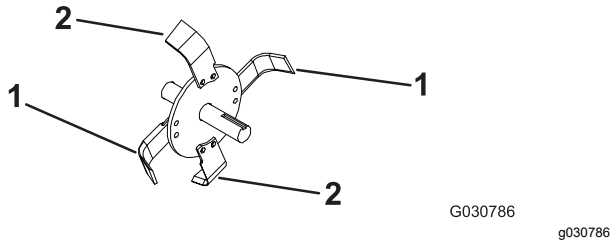

Figure 7
3. Montez les dents en plaçant 2 dents gauches et 2 dents droites sur chaque moyeu (Figure 7).